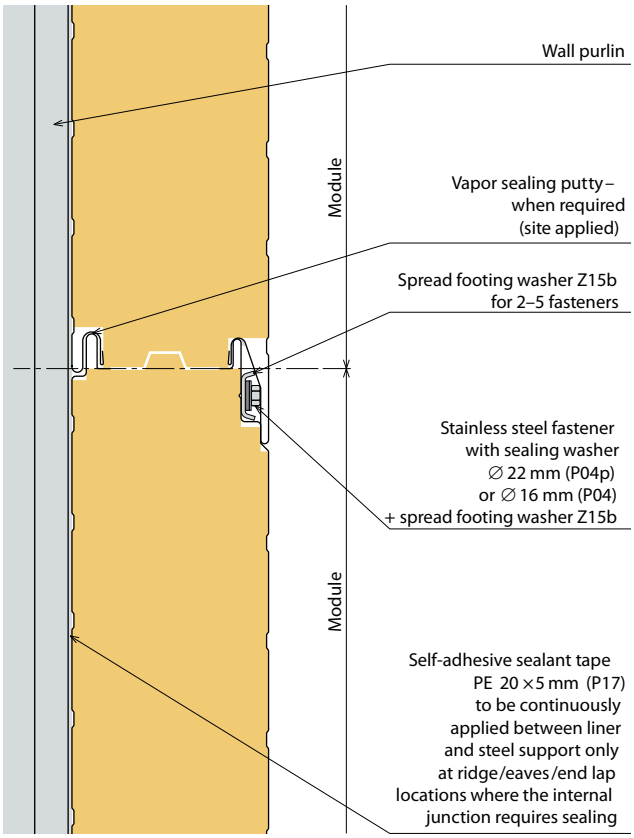

Fig. 54. – Detail D10.13. – Lock and Anchoring of an RH/FH Panel
- If the interior humidity is above the normal level or if this is specifically called for in the implementation documentation, we recommend using vapor -proof tape (diameter 6 mm) or caulking on the lengthwise channel from the interior side of the panel. To meet this requirement it is also vital to apply vapor-proof caulking or sealants on other joints of the wall's surface as well. (see Fig. 54)
- When installing wall panels with secret fixing (FH), original Kingspan Z15B spread are mandatory to use.